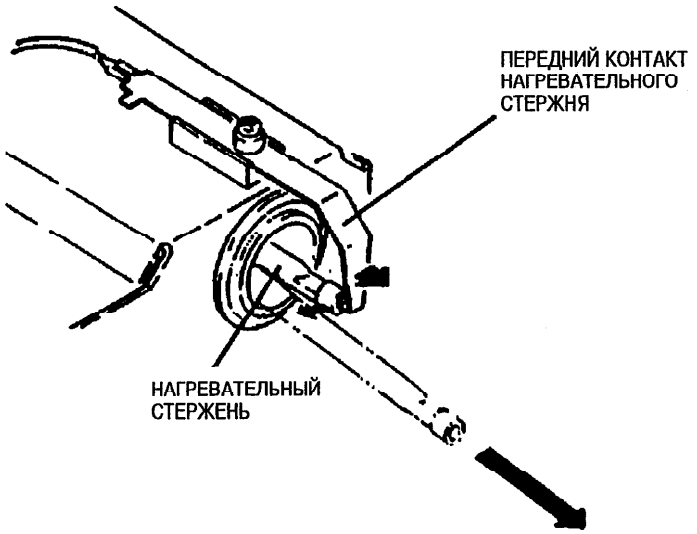

Рис. 1. Снятие нагревательного стержня
2. (Рис. 1): Отключить передний контакт нагревательного стержня и выдвинуть стержень наружу.